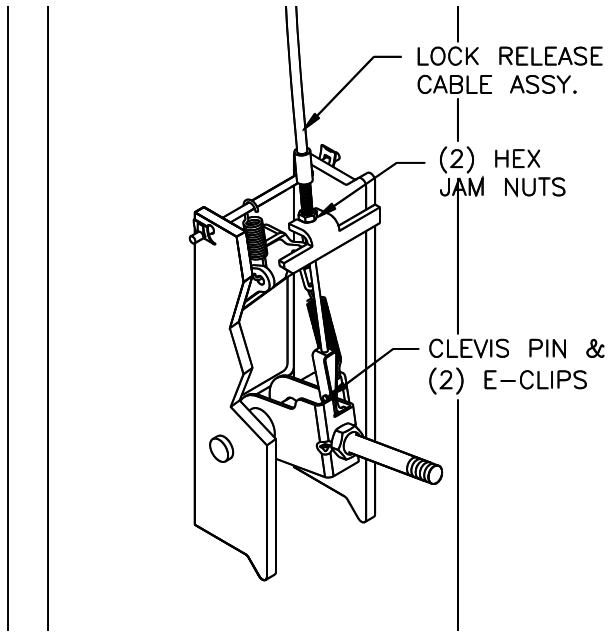

Fig. 18a-Lock Release – Power Side
49) Pick one end of the Lock Release Cable Assembly and attach its Threaded Adjustment Sleeve to the Upper Mounting Tab on the power side lock. Insert the adjustment sleeve into the mounting tab notch and position the adjustment sleeve nuts so the bottom of the sleeve sticks out approx. 3/8" from bottom hex jam nut, **Fig. 18a.**
50) Connect clevis end of the cable assembly to the center tab of the lever assembly using a clevis pin and (2) E-clips, **Fig. 18a.**